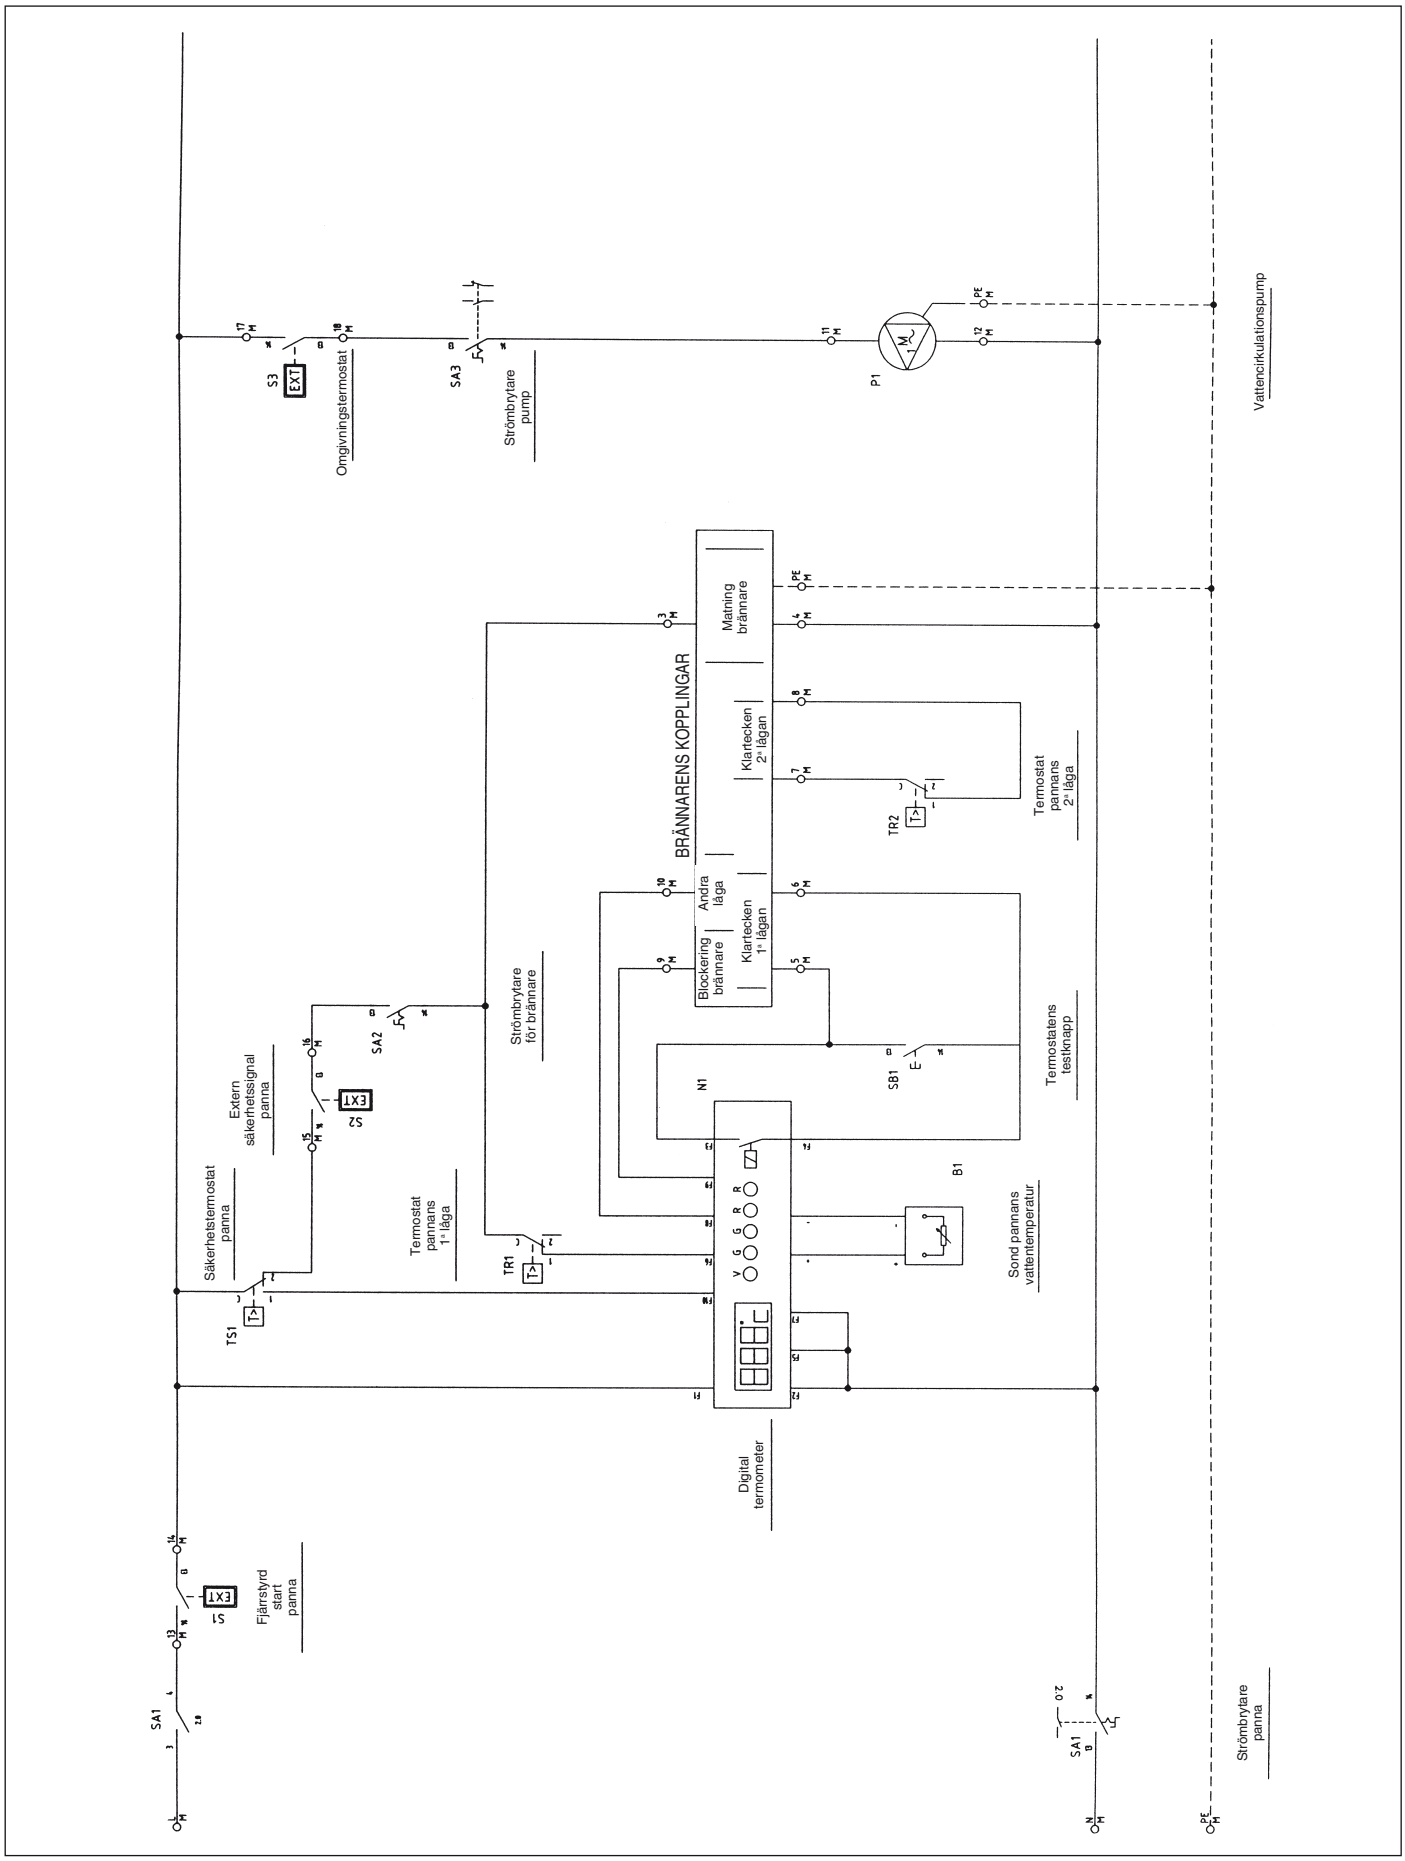

Fig. 17
6.4 Kopplingsschema för brännare och enfasig pump (Fig. 17)